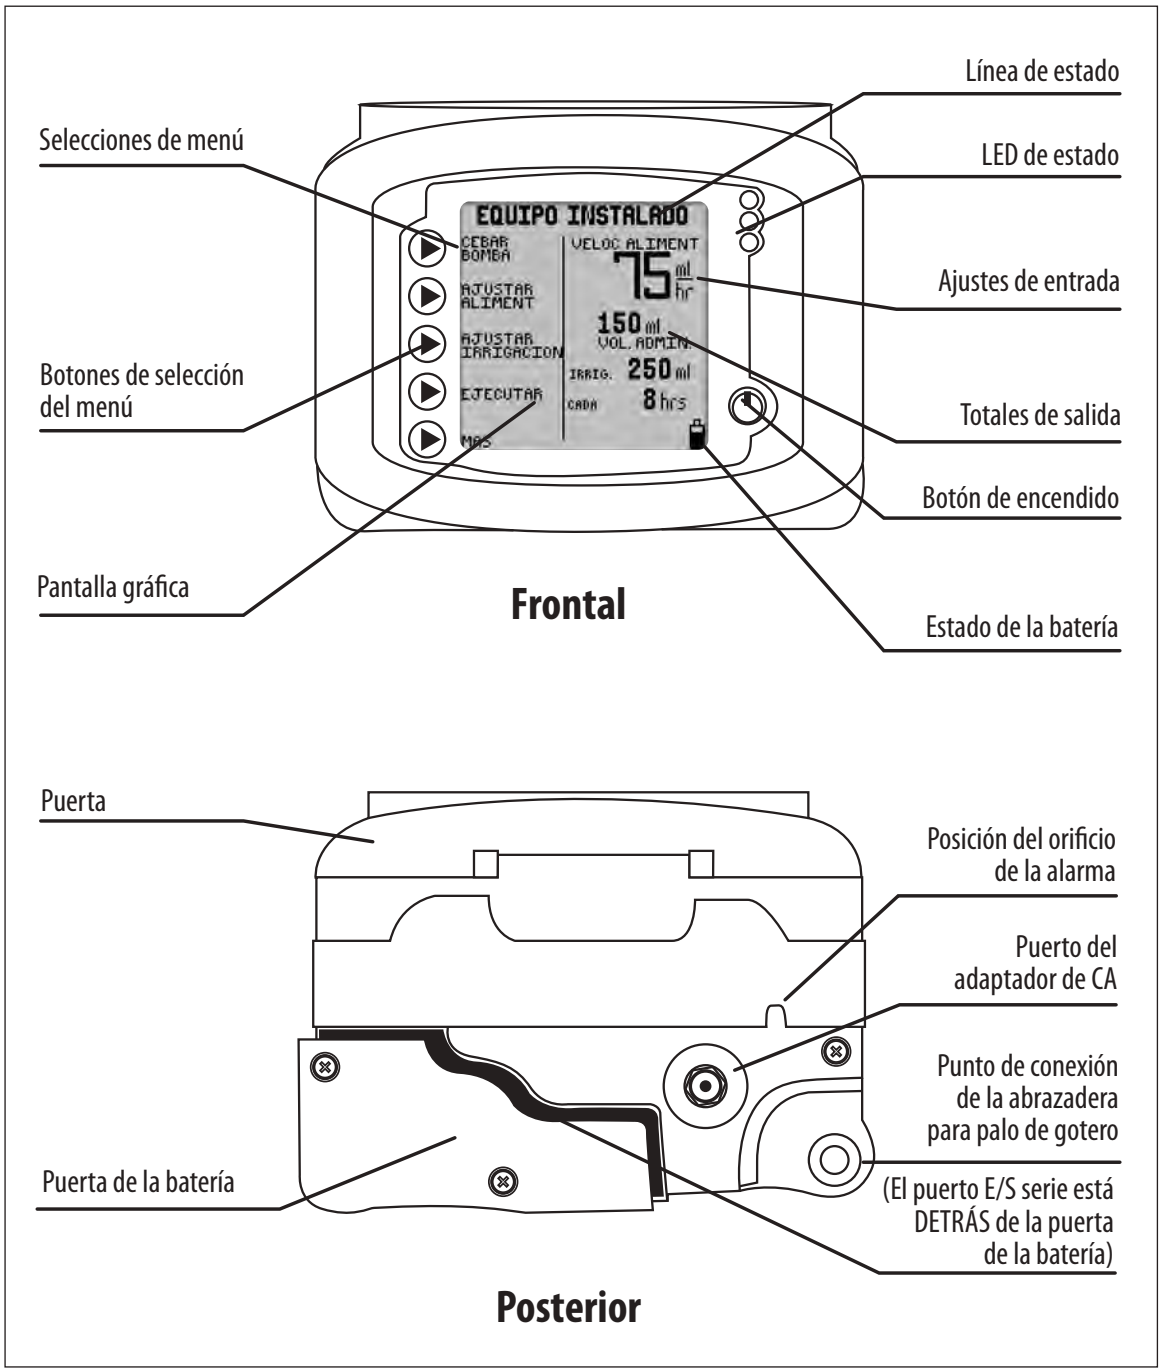

Figura 1A. Características de la bomba de alimentación enteral Kangaroo™ Joey, vistas frontal y posterior.
13. **Advertencia:** El puerto E/S serie (consulte la figura 1A) ha sido diseñado únicamente para que lo utilice el fabricante o un técnico de mantenimiento debidamente formado.
Enchufe el adaptador de alimentación de CA (número de pieza 383491) en el puerto del adaptador de CA situado en la parte posterior de la bomba. Consulte la figura 1A para localizar el puerto de la bomba.